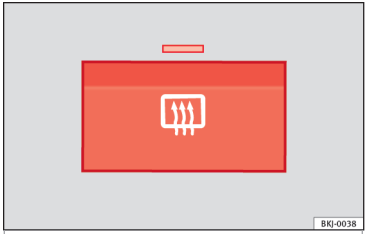

Fig. 150 With the air conditioning controls: heated rear window switch.
– Press the demisting button ››› **Fig. 150**